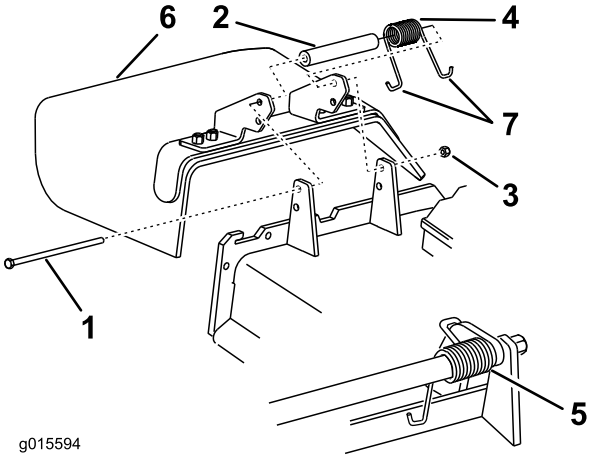

Figur 89
1. Fjern låsemøtrikken, bolten, fjederen og afstandsbøsningen, som fastholder græsdeflektoren til akselbeslagene (Figur 89).
Bemærk: Sørg for, at en af fjederens **J**-formede ender sidder bag skjoldets kant, før bolten monteres som vist i Figur 89.
6. Placer en af fjederens **J**-formede ender omkring græsdeflektoren (Figur 89).